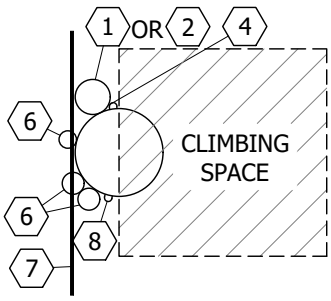

FIGURE 3
(B) FOR NEW CONSTRUCTION WITH AN EXISTING SDG&E RISER ON THE POLE (FIGURE 3), ONE THREE-INCH RISER MAX. ON THE POLE AND ONE THREE-INCH RISER MAX. ON THE BACKSIDE OF THE LADDER ARM BRACKET ARE PERMITTED BACK TO BACK.